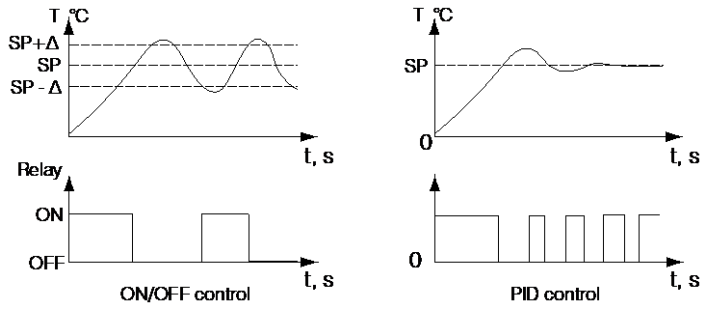

Fig. 1 Control
- Control On-Off o PID (ver Fig. 1)